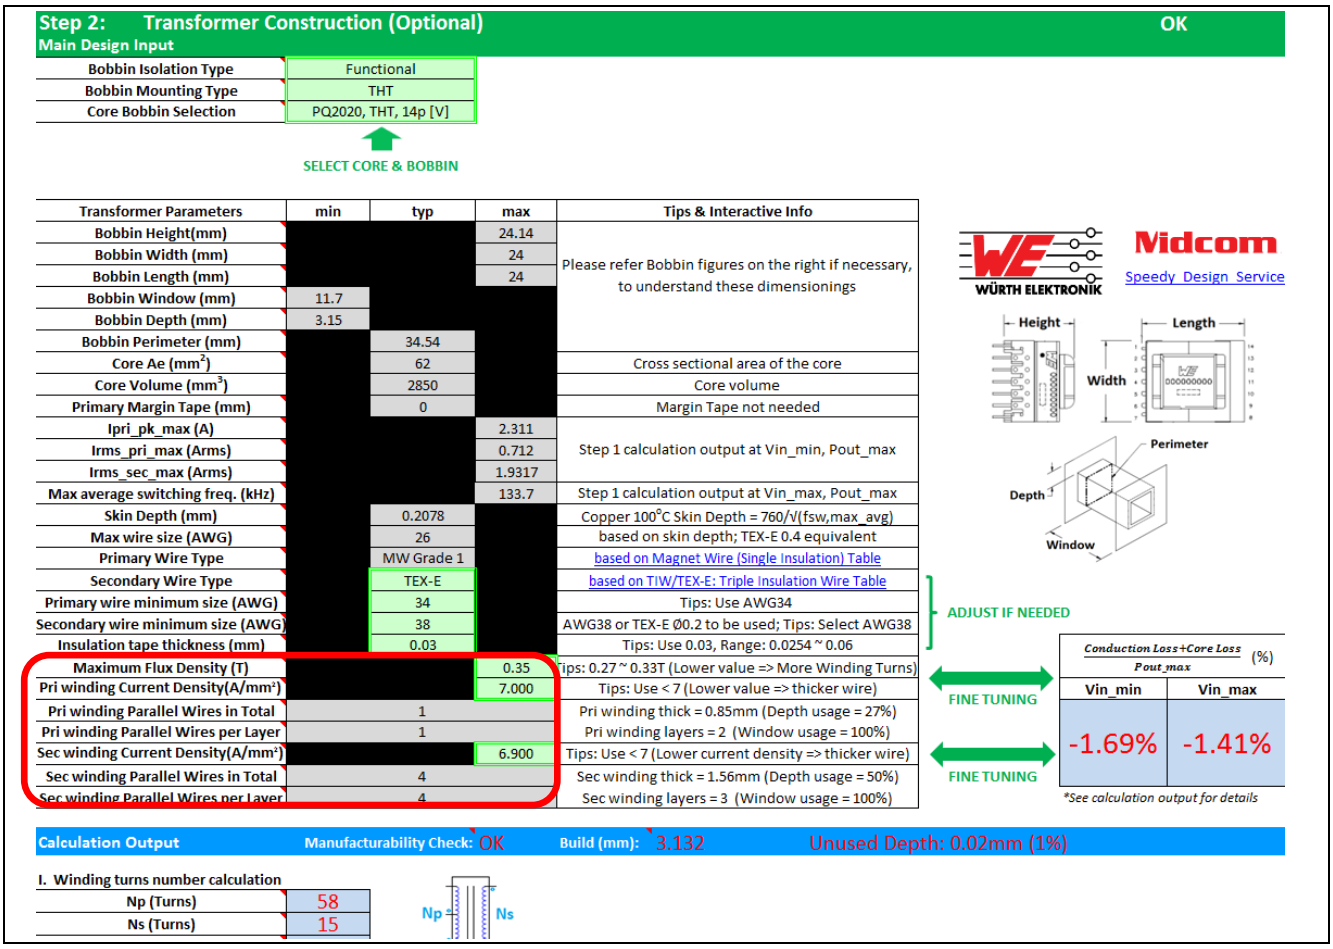

Figure 30 Maximum flux density and current density input (Step 2 Main design input)
Maximum Flux Density input is required to calculate the number of turns needed for each winding. More turns are needed if the **Maximum Flux Density** input is lower, and vice-versa. The recommended value will be between 0.27 ~ 0.33 teslas. Maximum value is 0.35 teslas. These design inputs are shown in the red box in **Figure 30**.
*Note: This wire information is shown in the red box in **Figure 30**.*